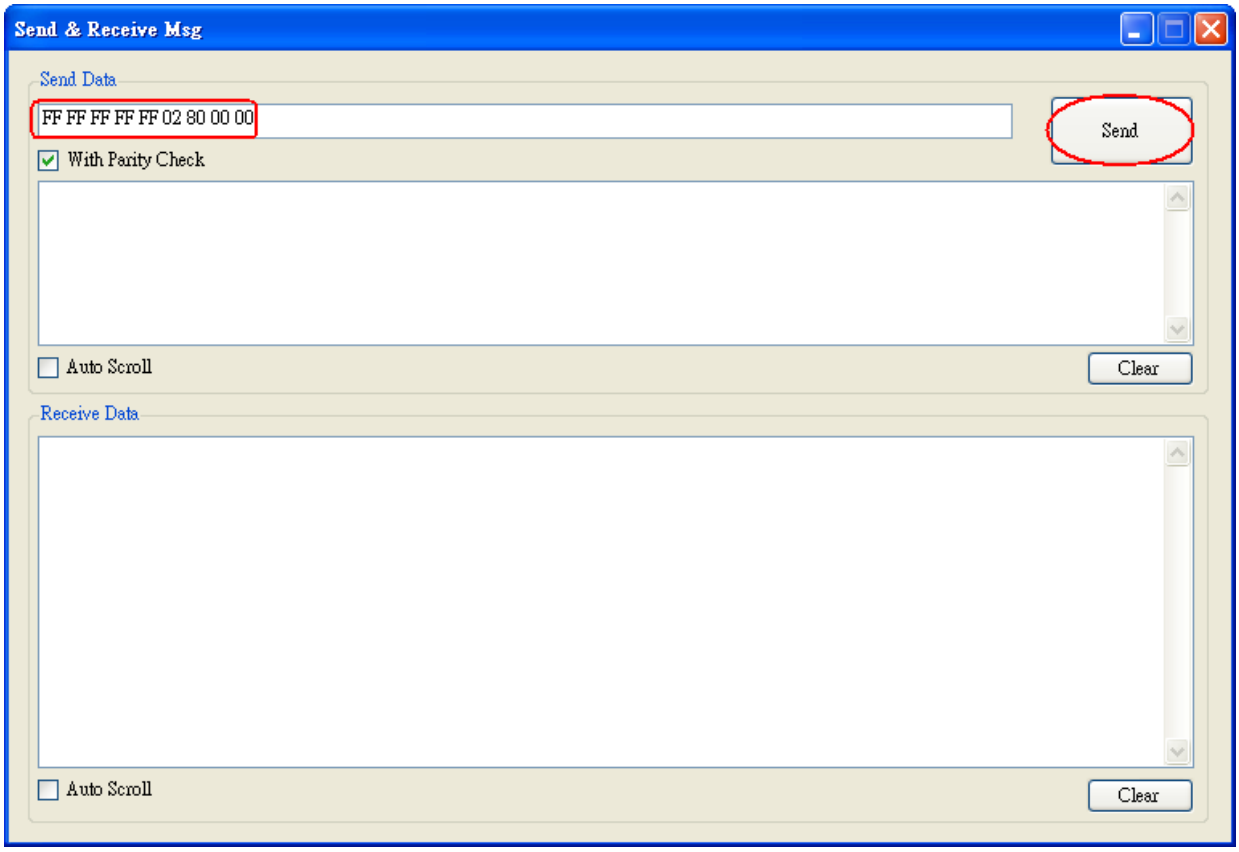

Figure 4-11: Send HART Command
(2) Please type the HART command in the ”Send Data” filed and click ”Send” button to send out the HART command like Figure 4-11.